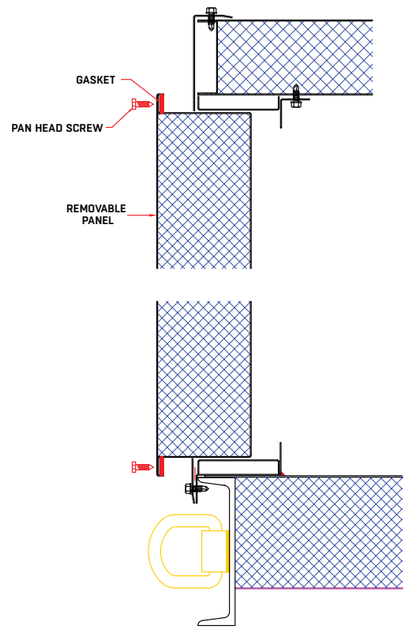

FIGURE 16. Detailed drawing of removable panel installation.
22) Removable panels are furnished for large items such as coils. Adequate service space in front of these panels should be provided in case the item or items will have to be removed at some future time (See **FIGURE 16**).